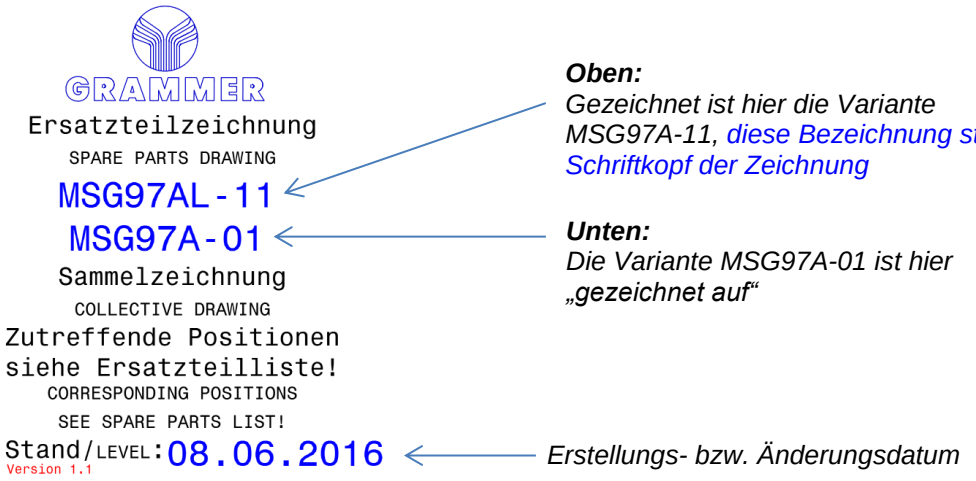

Bild 5.9.1
- Zeichnungsnummer(n) eintragen *(siehe Bild 5.9.1).*
- Gültigkeitsstand eintragen *(siehe Bild 5.9.1)* **NUR** auf Zeichnungen des Produktbereiches **Offroad**.